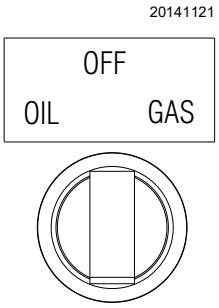

Afb. 33
- ➤ zet de keuzeschakelaar van de brandstof in positie **“GAS”** (Afb. 33).